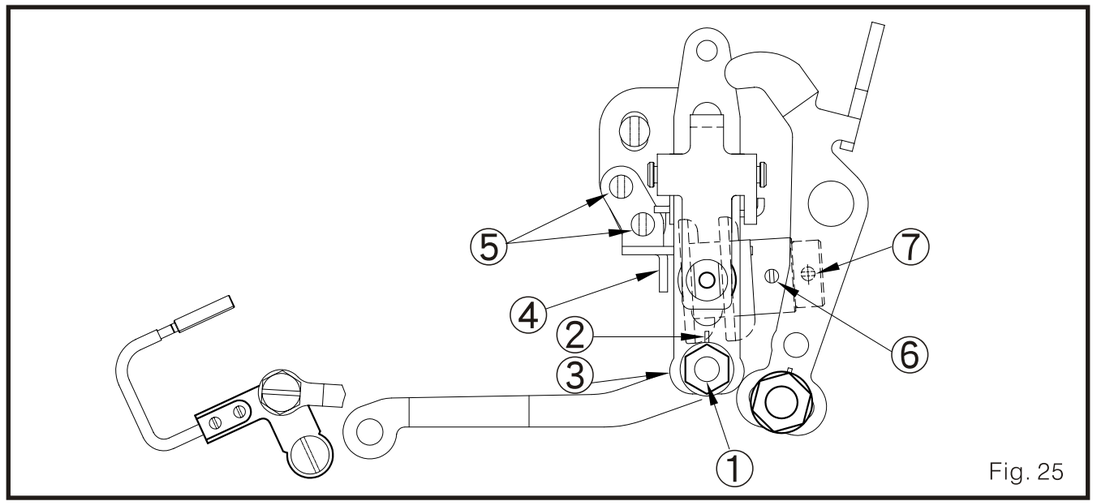

Fig. 25
(1) Cuando la maquina de coser se detiene, ajuste la punta de la barra conector de la cuchilla movible de izquierda a derecha.
(2) Afloje la tuerca fija 1 de la punta del conector de la cuchilla movible.
(3) Ajuste la punta de la barra conector para engranar, y alinee la línea marca del soporte del rebordeador con el borde exterior de la cuchilla movible. (Fig. 25)
(4) Asegure fuertemente la tuerca fija de la punta de la barra conector de la cuchilla movible.
(5) Mueva la punta de la barra conector hacia la derecha aumentar el valor posterior. Por otro lado, moverla hacia la izquierda disminuirá el valor.
3. Si aun no se puede conseguir la posición moviendo solo la punta de la barra conector (Fig. 25)